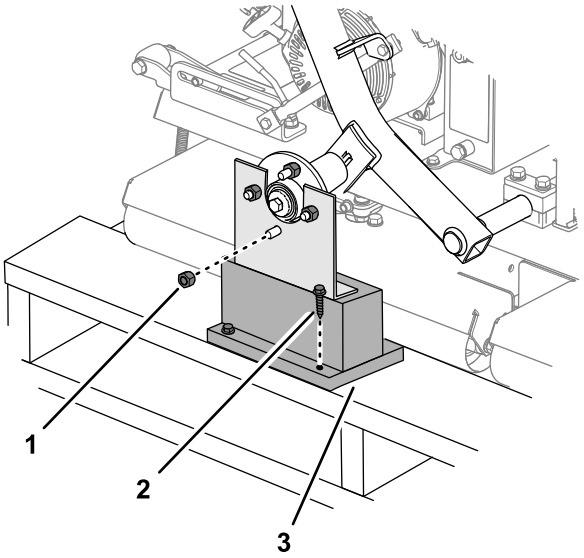

Figur 3
1. Avlägsna hjulmuttrarna som fäster hjulnaven på transportfästet (Figur 3).
2. Avlägsna den andra hjulmuttern som sitter fastgängad på hjulnavstappen (Figur 3).
3. Avlägsna de franska skruvarna som fäster transportfästena på pallen och avlägsna fästet (Figur 3).